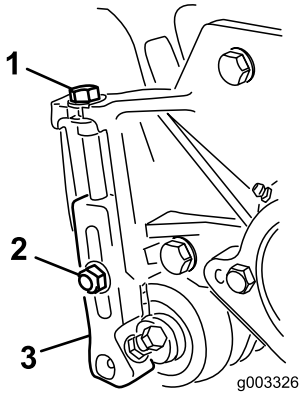

Figur 16
1. Lossa de låsmuttrar som fäster klipphöjdsfästena till klippenhetens sidoplåtar (Figur 16).